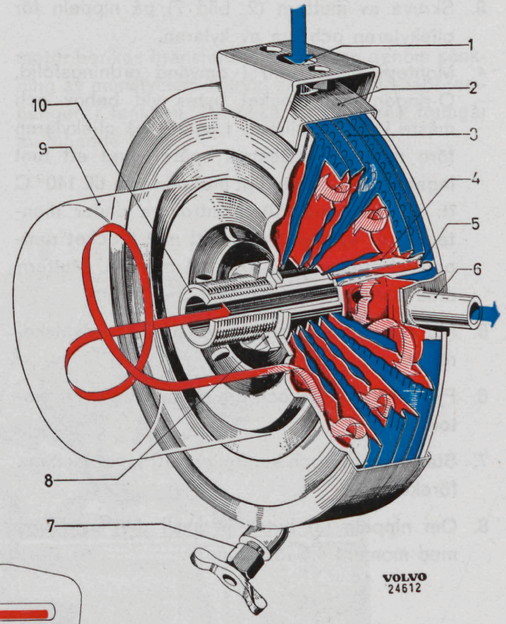

Bild 6. Oljekylare (B 18 B tid. utf.).
Kylaren (bild 6) är monterad mellan oljerenaren och cylinderblocket och består av en inre del för oljan, omsluten av en kylmantel. Motorns kylvätska ledes genom kylmanteln. Då oljan på väg till renaren passerar kylaren bortledes en del av oljans värme med kylvätskan. Kylvätskan kan ej gå närmaste vägen från inlopp (1) till utlopp (6) utan tvingas runt kylaren genom kanaler, som bildas av präglingar (5). Oljan pressas genom lamellparen i tur och ordning på grund av tvärpräglingarna (4) i lamellerna samt slutligen ut till renaren.